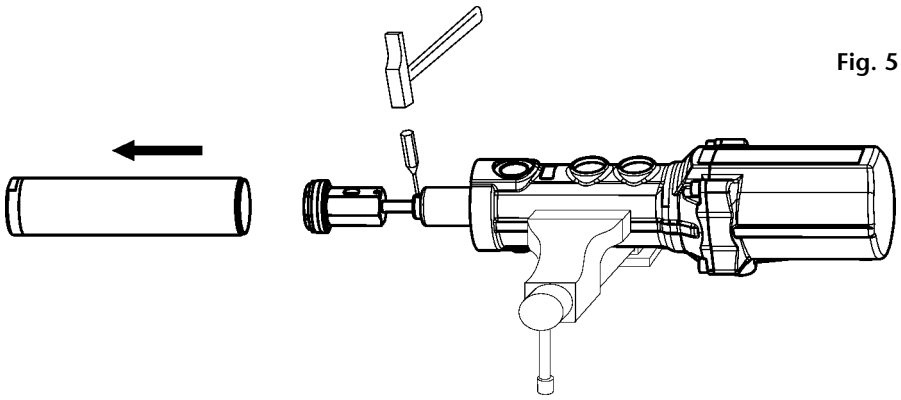

Fig. 5
3. Remove the pin (29) situated in the upper part of the connecting rod (30) (fig. 5) and unscrew the rod from the air piston (10).
3. Extraer el pasador (29) situado en la parte superior del eje válvula impulsión (30) (Fig. 5) y desenroscar el eje del vástago (10).